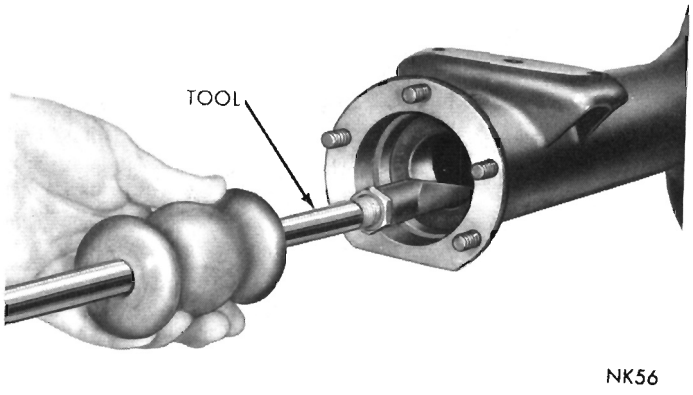

Fig. 4—Removing Axle Shaft Seal
(5) Remove axle shaft oil seal from axle housing using Tool C-637 (Fig. 4).